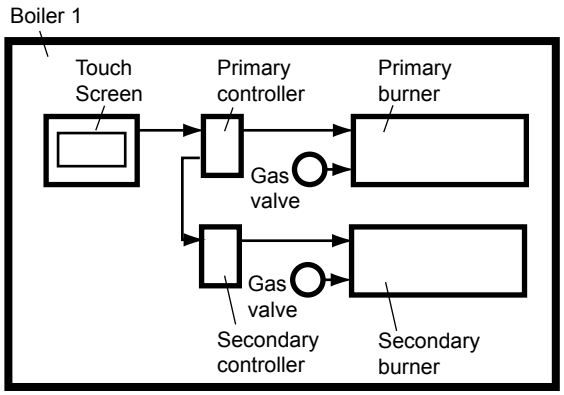

Fig. 1 – Control Arrangement in a Single-Boiler Installation
- Each boiler has two controllers (internal electronic burner controllers) and two burners, as shown in Fig. 1.
On a multiple-boiler installation, each of the individual boilers is still set up as shown in Fig. 1 above, but the controller/burner pairs on all of the boilers are arranged in a "daisy chain."